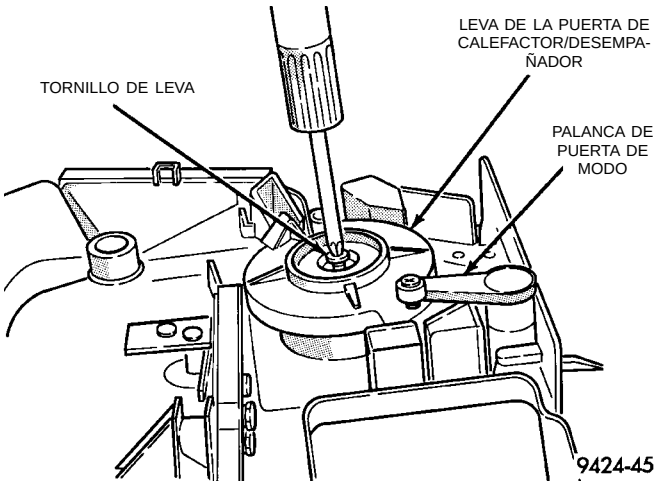

Fig. 52 Desmontaje del tornillo de leva
(8) Retire el tornillo de leva de la puerta de calefactor/desempañador (Fig. 52).